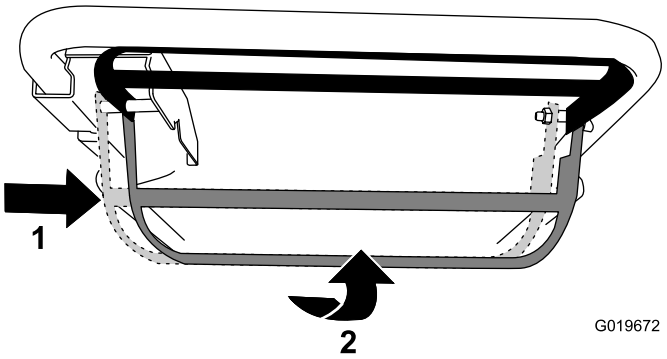

Figur 17
- **Såhär gör du för att använda självdrivningsstången och koppla in kniven:** Flytta knivstyrstången hela vägen till höger och dra den uppåt mot handtaget (Figur 17).